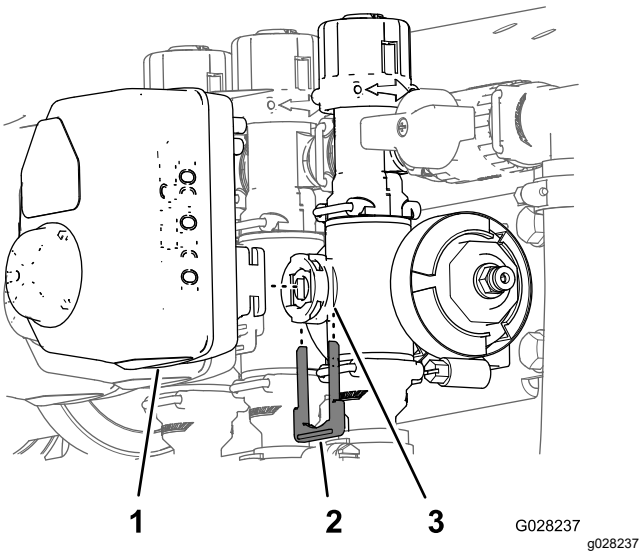

Figure 114
3. Remove the retainer that secures the actuator to the manifold valve for the rate control, agitation, master section, or section valve (Figure 114).